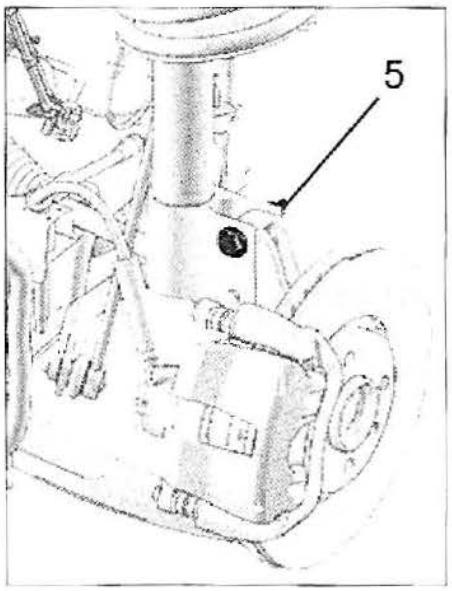

FIG. 3
- Colocar la mangueta en el cuerpo de amortiguador y sujetarla con un tornillo (5) **(fig. 3)**.